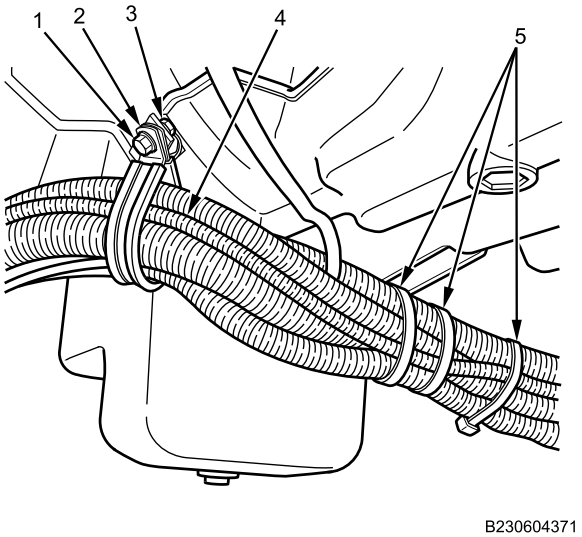

Figure 5. IP Feed Harness Installation.
4. Install IP feed harness (Figure 5, Item 4) in P-clamp (Figure 5, Item 2).
5. Install P-clamp (Figure 5, Item 2) on transmission housing with bolt (Figure 5, Item 1) and nut (Figure 5, Item 3). Tighten nut securely.
6. Install new cable lock straps (Figure 5, Item 5) on IP feed harness (Figure 5, Item 4) as noted in removal.